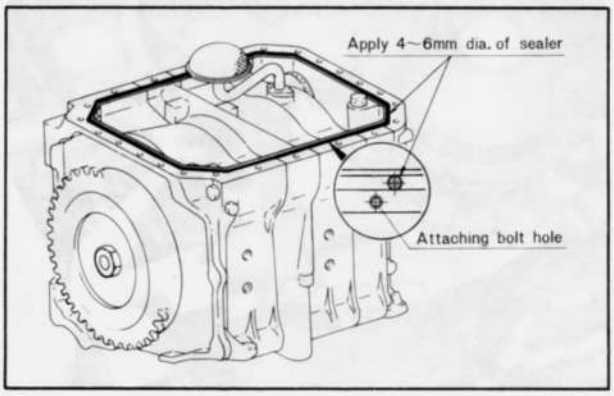

Fig. 1–89 Applying sealing agent
4. Apply the 4 ~ 6 mm (0.16 ~ 0.24 in) diameter continuous bead of **sealer** (Part number 0398 77 739) on the mounting surface of the oil pan as shown in Fig. 1–89.